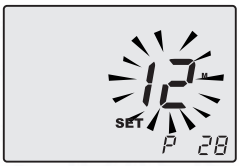

Fig. 9.3
- Scroll through the various parameters using key 17 or 18 until the LCD display indicates the letters **P28** and the value of the parameter, indicating entry in “parameter 28” (Fig. 9.3).